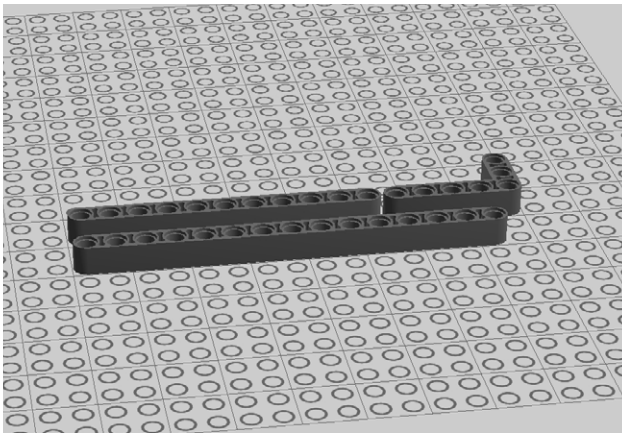

Figure 5-44. *Step 37: Laying out the beams*
37. Let's begin working on the mixing arm. Start with an 11M beam, a 15M beam, and a 3x5 liftarm as shown in Figure 5-44.